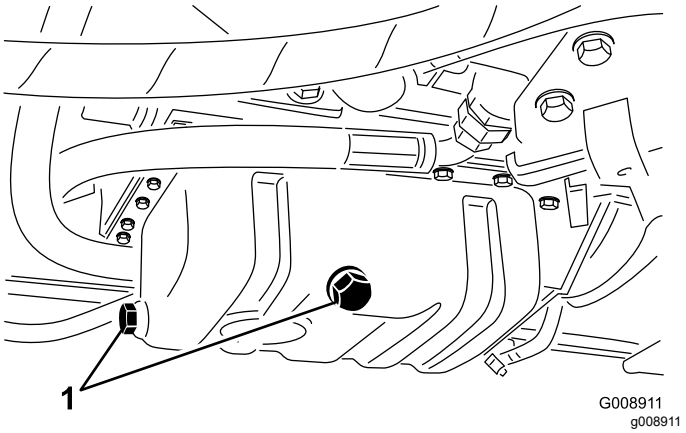

Rysunek 70
3. Wykręć jeden z dwóch korków spustu oleju (Rysunek 70) i odczekaj, aż olej spłynie do podstawionej wanienki, a następnie wkręć korek.